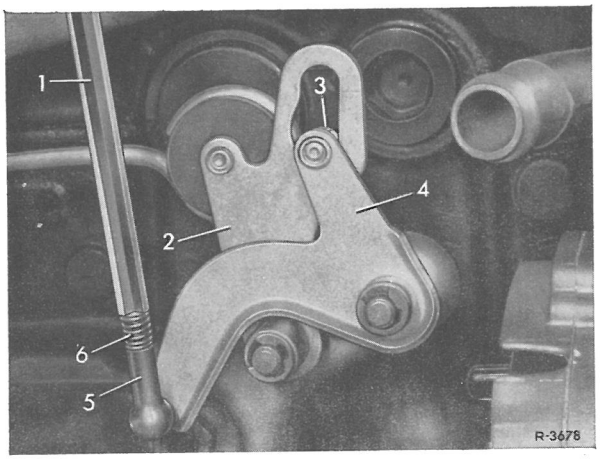

Fig. 00-2o/2
De to kuglehoveder (5) på reguleringsstangen (1) drejes så langt ind, at trykfjederen (6) er helt sammentrykkede. Reguleringsstangen hægtes ind og indstilles således, at rullen (3) i kulissearmen (2) står i sin endestilling uden forspænding (fig. 00-2o/2).